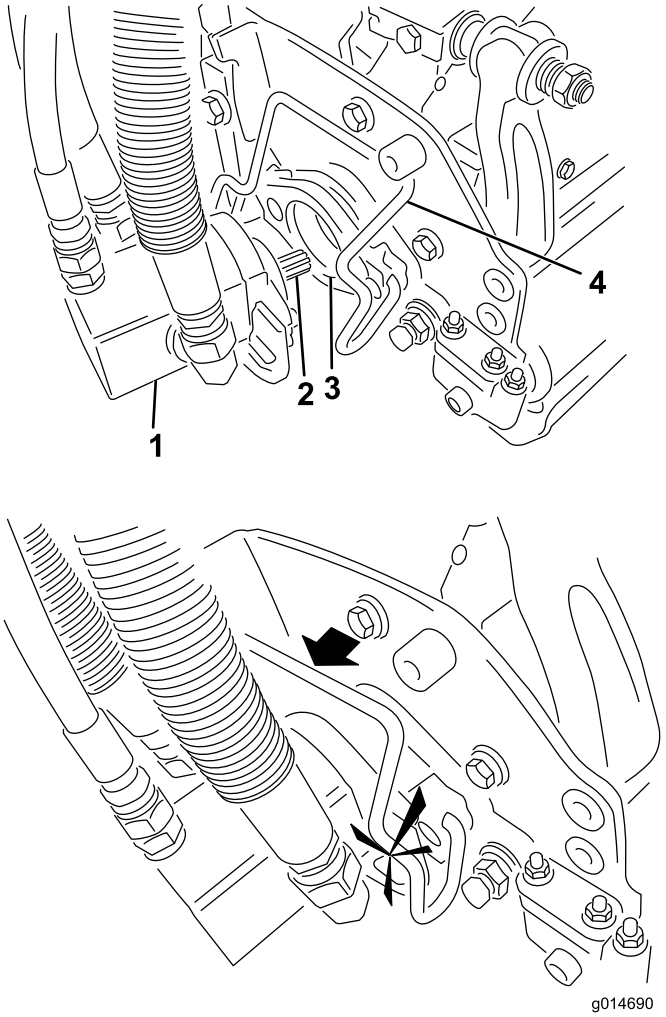

Figur 35
5. Kom rent smørefedt på notakslen på klippeenhedens motor (Figur 35).
6. Sæt motoren ind i klippeenhedens venstre side (set fra førersædet) og træk motorens holdestang på klippeenheden i motorens retning, indtil du hører et "klik" fra begge sider af motoren (Figur 35).